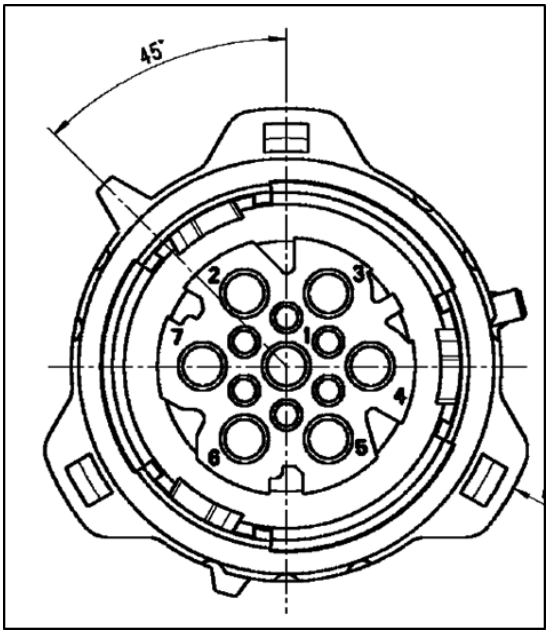

Fig. 1 : Point de couplage TDSK3 (fiche ronde) - Affectation des broches
- TDSK 3 – Fiche ronde (voir Fig.1) :